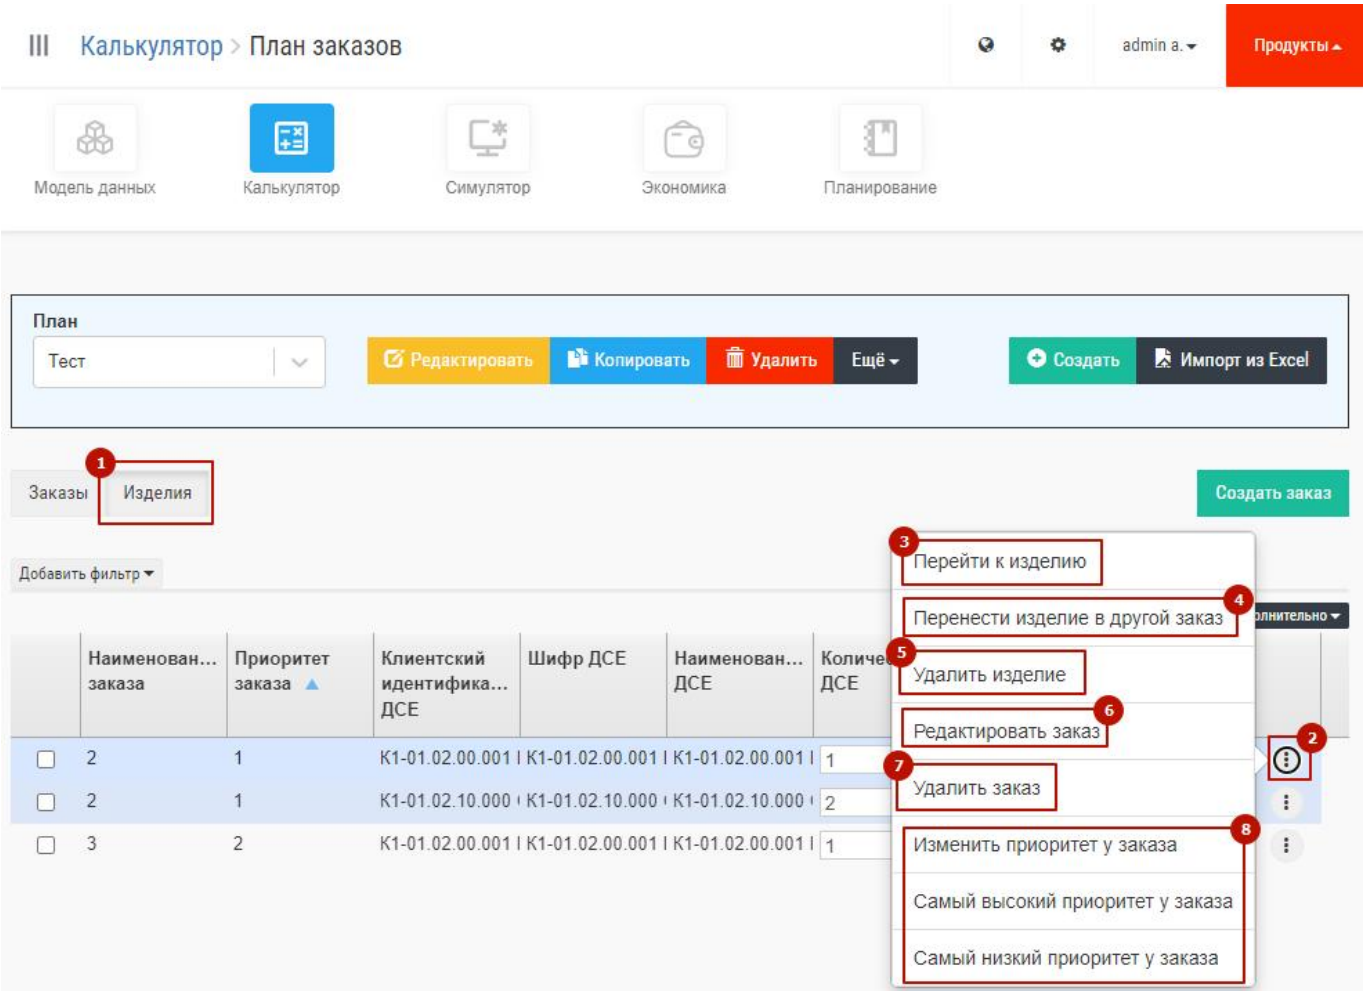

Рис. 38 – Работа с изделиями заказа
Экран работы с планами изначально предполагает две функциональности: работа с заказами и работа с изделиями. Выше описана работа с заказами. Для перехода к работе с изделиями нужно перейти на вкладку «Изделия» (1 на Рис. 38). На этой вкладке доступны следующие функции (для входа нужно нажать значок ⋮ (2 на Рис. 38):
- Перейти к изделию. Переходит в окно «Дерево спецификаций» для выбранного изделия (3 на Рис. 38). Для возврата в окно плана нужно нажать в браузере стрелку «Назад».
- Удалить изделие/заказ. Позволяет удалить выбранное изделие из заказа или удалить полностью заказ, в которое входит выбранное изделие из плана. Для удаления изделия/заказа нужно выбрать пункт с соответствующим названием (2 + 5/7 на Рис. 38).
- Редактировать заказ. Позволяет отредактировать все параметры заказа и его состав. Чтобы начать редактирование нужно выбрать пункт (6 на Рис. 38). Весь функционал, который доступен в этом пункте меню описан в пункте «Создание заказа».
- Изменение приоритетов заказа. Позволяет изменить приоритет заказов. Функционала аналогичен функционалу изменения приоритет заказов на вкладке «Заказы». Для изменения приоритетов нужно выбрать соответствующий пункт меню (8 на Рис. 38).